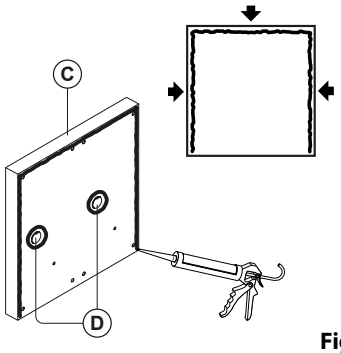

Fig. 64
3. Power up the GSM module, 2 short beeps will be heard followed by a brief delay, then a single beep (3rd beep), followed by another brief delay and then finally another single beep (4th beep), as shown in **Fig.64**.
> ⚠ **In order to prevent water ingress we highly recommend using a silicon sealant between the wall and the back box Ⓒ, ON THE LEFT, TOP AND RIGHT SIDES ONLY AND AROUND ALL HOLES Ⓓ. DON'T USE SILICON SEALANT ON THE BOTTOM SIDE OF THE BACK BOX (Fig.64);**